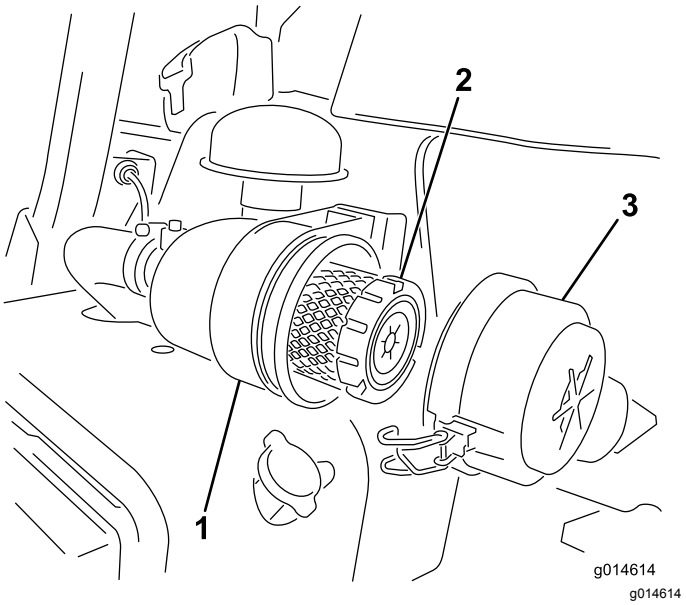

Figur 45
1. Lossa spärrhakarna som håller fast luftrenarkåpan på luftrenarhuset (Figur 45).
6. Fäst spärrarna (Figur 45).